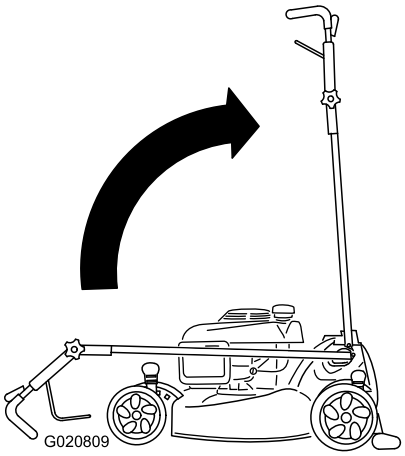

**Figur 52**
2. Sæt håndtaget i den lodrette position (Figur 52).